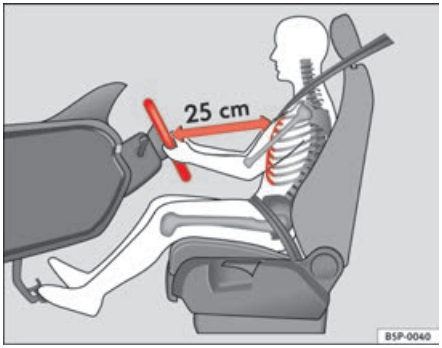

Fig. 98 Proper sitting position for driver
– Adjust the steering wheel in this way until the correct position is set ⇒ fig. 98.
- **Adjust the driver seat or steering wheel so that there is a distance of at least 25 cm between the steering wheel and your chest ⇒ page 130, fig. 98. If you fail to observe the minimum distance, the airbag will not protect you. Risk of fatal injury.**